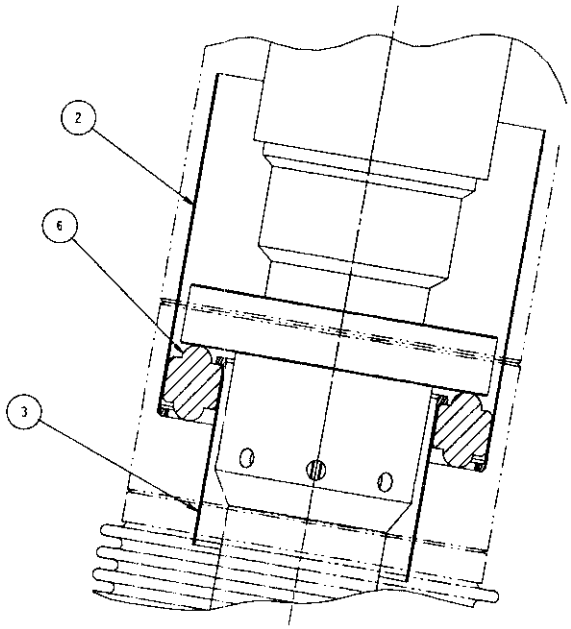

Figure 1.3 2 – Upper Insulator, 3 – Lower Insulator, 6 – PEEK Seal
- **1.3** Position the upper insulator in each chimney according to Figure 1.3.
- **1.4** Position the PEEK seal in each chimney according to Figure 1.3.
- **1.5** Position the lower insulator in each chimney according to Figure 1.3.